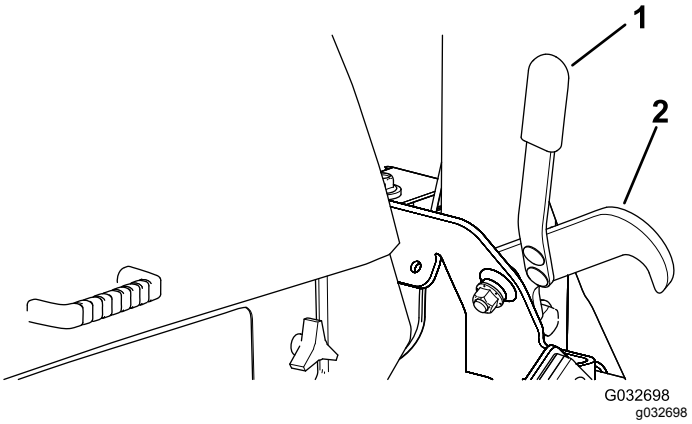

**Figur 46**
2. Använd handtaget och haka loss hakarna som håller däcken i det upphöjda läget (Figur 46).